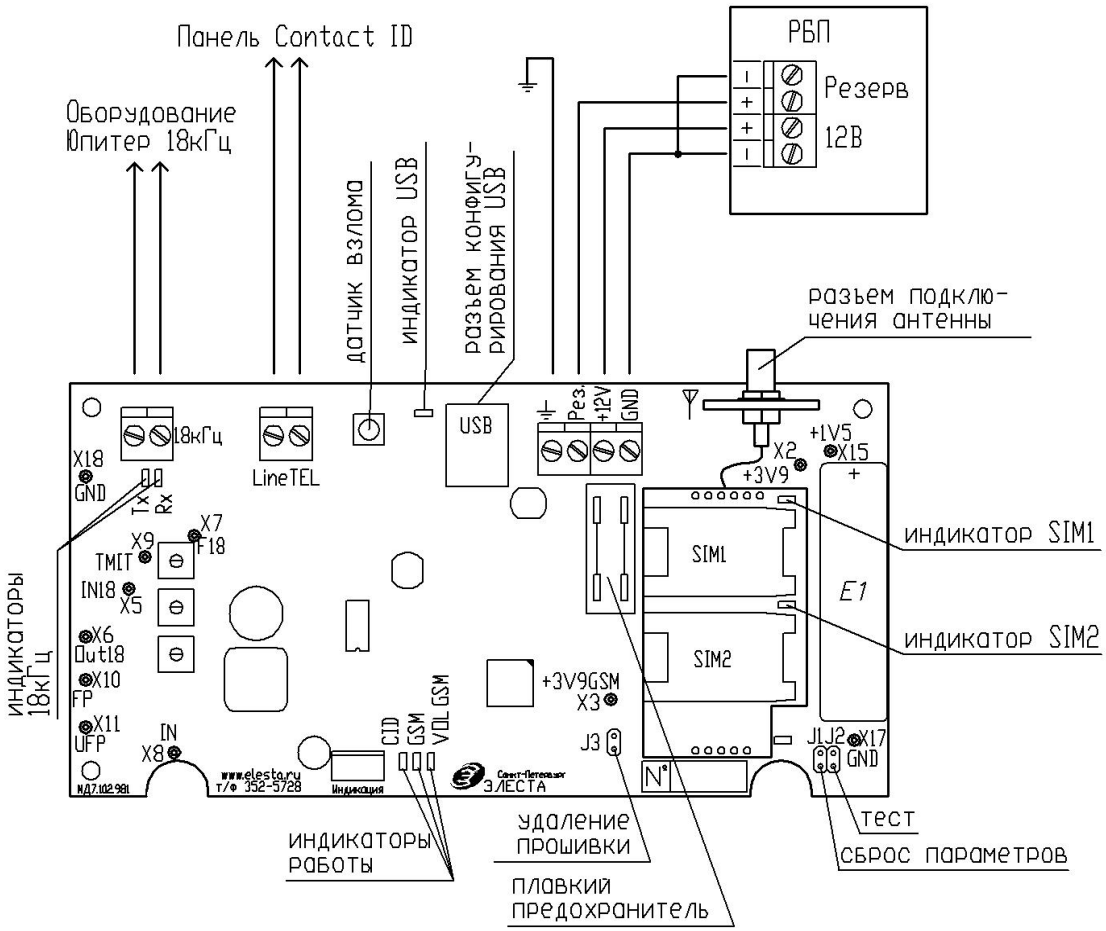

Рисунок 3. Типовая схема подключения.
5) Подключение к РБП производится в соответствии со схемой на рис. 3.
5) Подсоединить провод заземления к клемме заземления (рис. 3).
6) Подсоединить провода питания прибора к РБП (рис. 3).
7) Подключить объектовый прибор к колодке соответствующего интерфейса (рис. 3).
Индикация уровня сигнала производится с помощью индикатора VOL GSM, расположенного на плате конвертора (рис. 3). Логика работы приведена в таблице Ошибка: источник перёкрестной ссылки не найден.